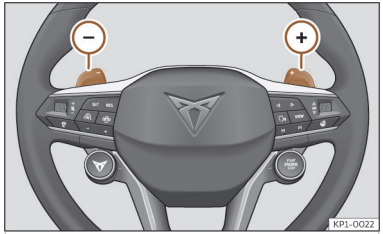

Abb. 119 Lenkrad: die Hebel für Automatikgetriebe.
- Tippen Sie die Schaltwippe ⊕, um einen Gang hochzuschalten ››› **(Abb. 119)**.